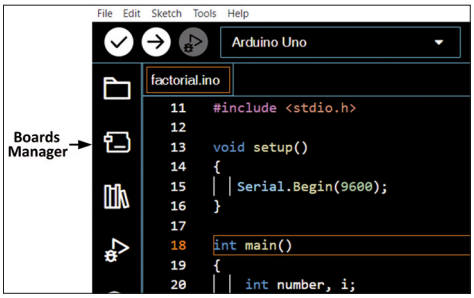

Figure 10.2 Open the Boards manager.
- Click to Open the **Boards Manager** at the top left of the screen (Figure 10.2)